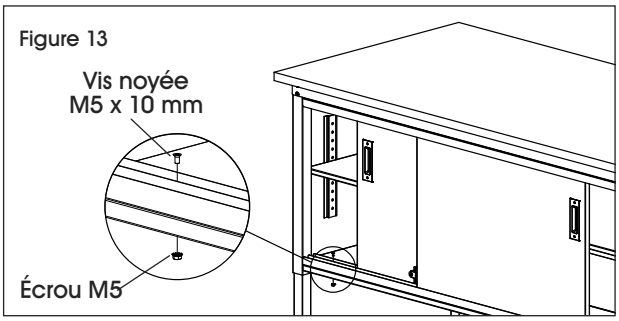

Figure 13
3. Après avoir correctement positionné les portes dans les deux profilés de porte coulissante, fixez le profilé de porte coulissante inférieur à la demi-tablette inférieure avant à l'aide de quatre vis noyées M5 x 10 mm et quatre écrous M5 en utilisant un tournevis cruciforme. (Voir Figure 13)